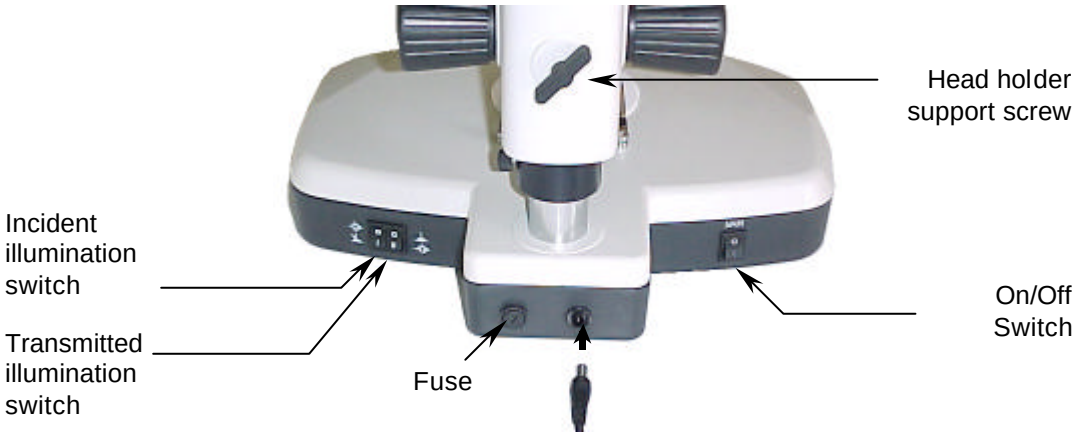

Fig. 1
A. Place the stereomicroscope base (13) upright, on a flat, clean and stable surface.
B. Insert head holder (14) on column (18).
C. Ensure that the head support screw (Fig. 1) is tight.
D. Move the security collar (16) until it comes into contact with the lower part of the head holder. Firmly tighten support screw (17).
E. Plug in incident illumination in connector (15) located on the upper part of the column. (Only for models L).
F. For greater comfort, place the head so that the eyepiece (1) faces the opposite direction to the column.
1. Loosen head holder support screw (4).
2. Extract head (12) and place it facing opposite direction.
2. Before connecting the stereomicroscope to a power source, adjust light intensity to its minimum (19). This must be repeated every time the stereomicroscope is turned on or off, to prolong the life of the bulb.
3. Insert power cable in the connector at the lower back of the stereomicroscope (Fig. 1).
4. Press the principal switch to an ON position "I" (Fig. 1).
5. Press incident or transmitted illumination switch, or both at the same time (Fig. 1), to position "I" or "II", according to the requirements of the sample.
7. The angle of the incident illumination can be adjusted by using the adjustment knob (8).
1. Turn the magnification changing knob (5) to the lowest magnification.
2. Place a flat object or a microscope slide on the center of the stage (10).
3. Turn focus knobs (15) to mid range of focus.
4. The head holder (14) is mounted on a column (18), on which it can be moved up or down, depending on the size of the object to be focussed on.
a. Support head holder with one hand (14) without touching any lens, and with the other, loosen the screw (17) on the support collar (16). The head holder can then be slid to the base (11).
b. Without letting go of the head, loosen the head holder locking screw. (Fig. 1).
a. With a flat screwdriver, lightly press on the slot of the fuse holder cover (Fig. 1) and turn 1/4 in the direction of the arrow marked.